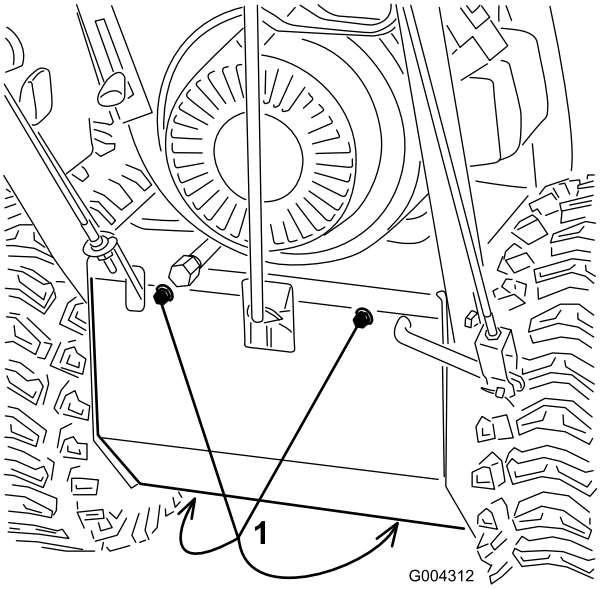

Figur 27
3. Ta bort de fyra flänsskruvarna som fäster den nedre kåpan vid ramen och ta bort kåpan (Figur 27).
3. Ta bort de fyra flänsskruvarna som fäster den nedre kåpan och ta bort kåpan (Figur 27).
6. Ta bort de fyra flänsskruvarna som fäster den nedre kåpan vid ramen och ta bort kåpan (Figur 27).